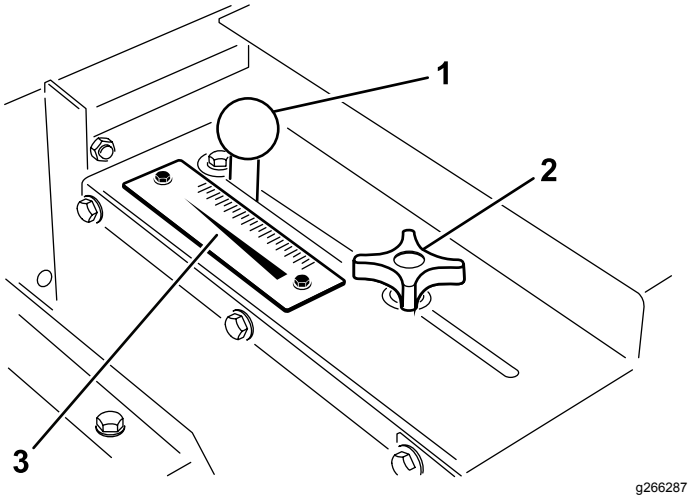

Figur 19
1. Lossa låsratten (Figur 19) tillräckligt för att den ska kunna glida obehindrat i spåret.
2. Ställ grindratten (Figur 19) i önskat läge och dra åt låsratten för att säkra justeringen.
Använd hastighetsskalan (Figur 19) för att ställa in önskad flödeshastighet. Se Sandningshastighet (sida 18).